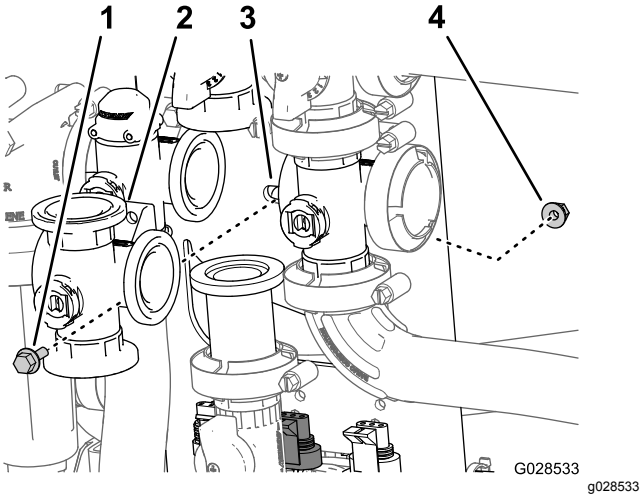

Figur 91
2. Ta bort flänsskruven och flänslåsmuttern som håller fast omrörningsventilen vid ventilfästet, och avlägsna sedan ventilgrenröret från maskinen (Figur 91).